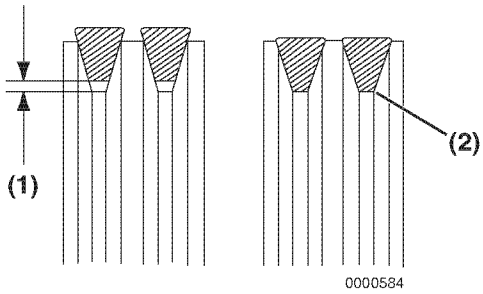

*Figure 6*
3. Tighten the V-belt to the proper tension. There must be clearance **(Figure 6, (1))** between the V-belt and the bottom of the pulley groove. If there is no clearance **(Figure 6, (2))** between the V-belt and the bottom of the pulley groove, replace the V-belt.